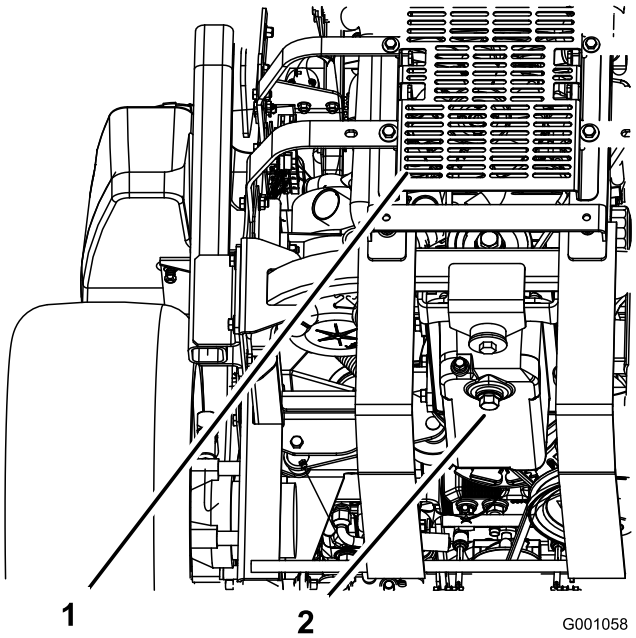

Figur 41
5. Ställ ett kärl under avtappningsröret. Ta bort avtappningspluggen och låt oljan tömmas ut helt (Figur 41).